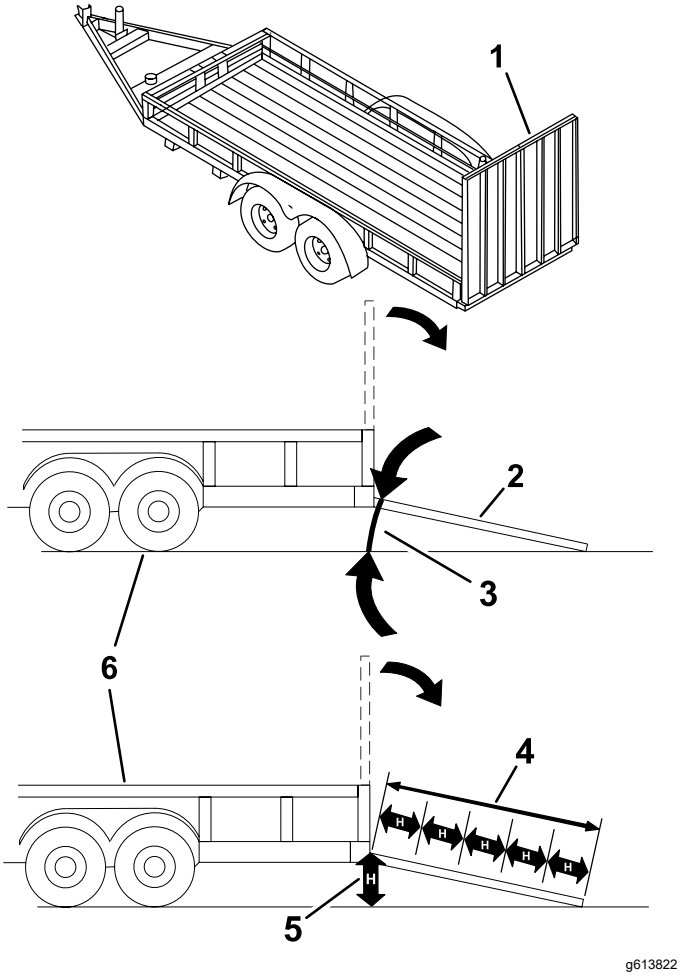

Figure 29
Loading a machine onto a trailer or truck increases the possibility of tip-over and could cause serious injury or death (Figure 29).
3. Lower the ramp (Figure 29).
1. Lower the ramp, ensuring that the angle between the ramp and the ground does not exceed 12 degrees (Figure 29).